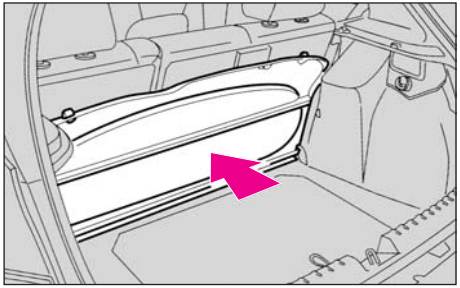

fig. 22
-în portbagaj așa cum se arată în (**fig. 22**)